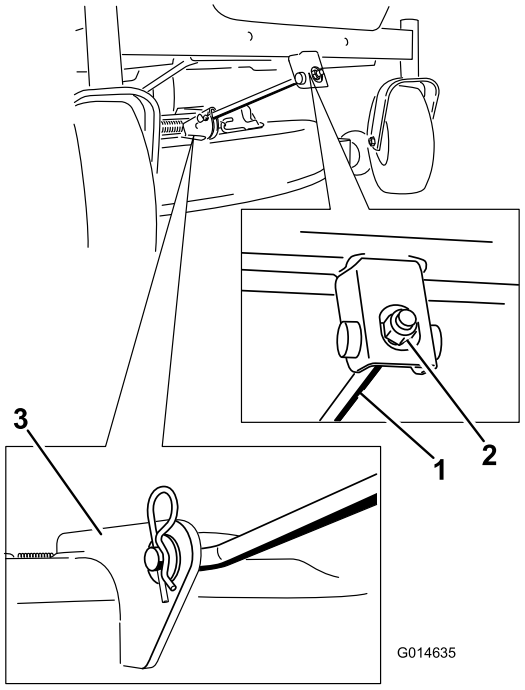

Figur 65
4. Ta bort hårnålssprinten från den främre stödstången och ta bort stången från däckfästet (Figur 65). Sänk ned klipparens front försiktigt till marken.
6. Fäst den främre stödstången vid klippardäcket med hårnålssprinten och sprintbulten (Figur 65).